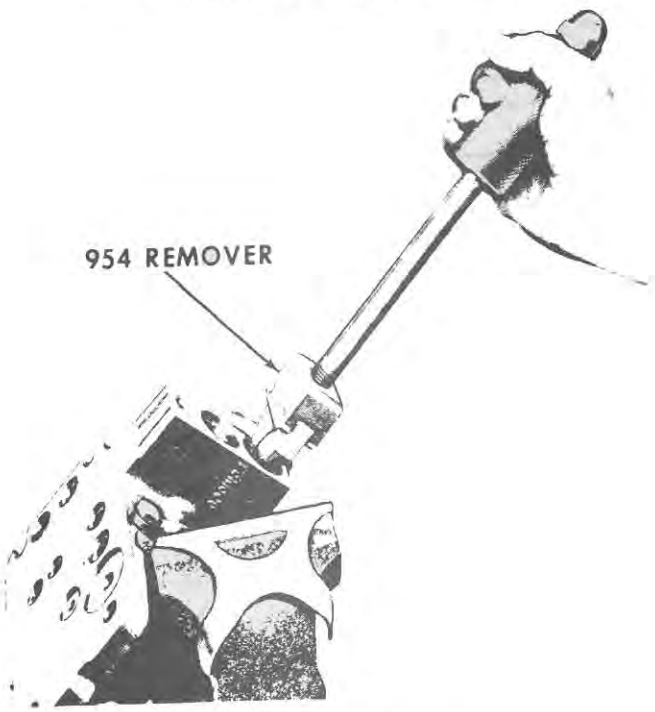

Figure 9
5. Withdraw the metal seal retainer(s) from the spool bore(s) with Remover No. 954, Figure 9. Remove and discard the front and rear valve-to-spool sealing O-rings.